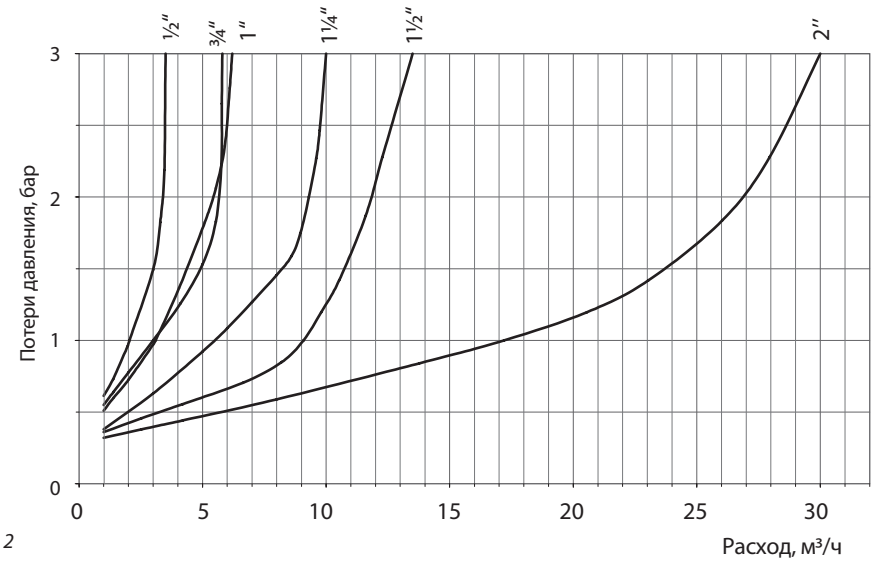

Рис. 2
2) выбрать диаметр клапана редукционного 7BIS (рис. 2).
Падение давления в каждом случае зависит от диаметра клапана и расхода среды через клапан и может быть определено по диаграмме на рис. 2;
1. Проверка применимости по давлению до и требуемому давлению после клапана (рис. 2).
Требуемый расход среды через клапан — 8 м^3/ч. Согласно диаграмме (рис. 2) для расхода 8 м^3/ч можно выбрать клапаны диаметрами: DN 32, DN 40, DN 50.